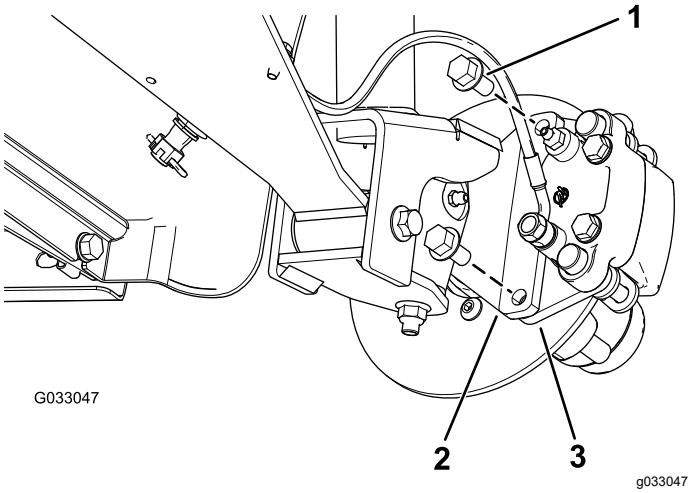
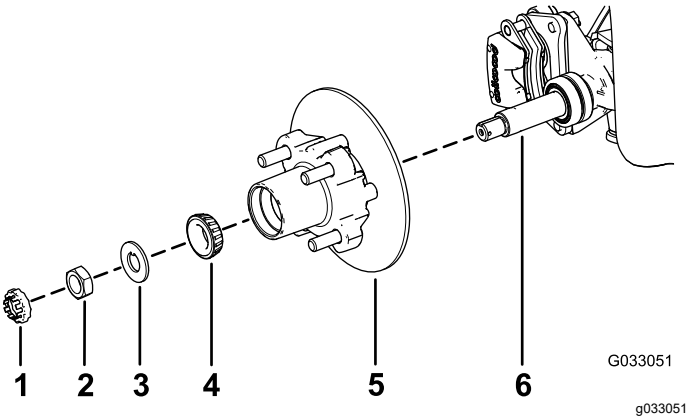

Figur 29
Figur 33
3. Fjern flangehovedboltene (⅜" x ¾"), der holder beslaget til bremsesamlingen fast på spindlen, og adskil bremsen fra spindlen (Figur 29).
1. Påfør et lille lag af det anførte smøremiddel på spindlen (Figur 33).
2. Monter nav og rotor på spindlen med rotoren indvendigt (Figur 33).
3. Monter det udvendige leje på spindlen og sæt lejet på plads i relation til den udvendige lejeløbering (Figur 33).
4. Monter tapskiven på spindlen (Figur 33).
5. Skru spindelmøtrikken på spindlen, og tilspænd møtrikken med et moment på 15 Nm, mens navet roteres, så lejet indstilles (Figur 33).
2. Ret bremseklodserne ind på hver side af rotoren (Figur 29), og ret hullerne i kaliberbeslaget ind efter hullerne i bremsemonteringen på spindelrammen (Figur 33).
3. Fastgør kaliberbeslaget til spindelrammen (Figur 29) ved hjælp af de 2 flangehovedbolte (⅜" x ¾").